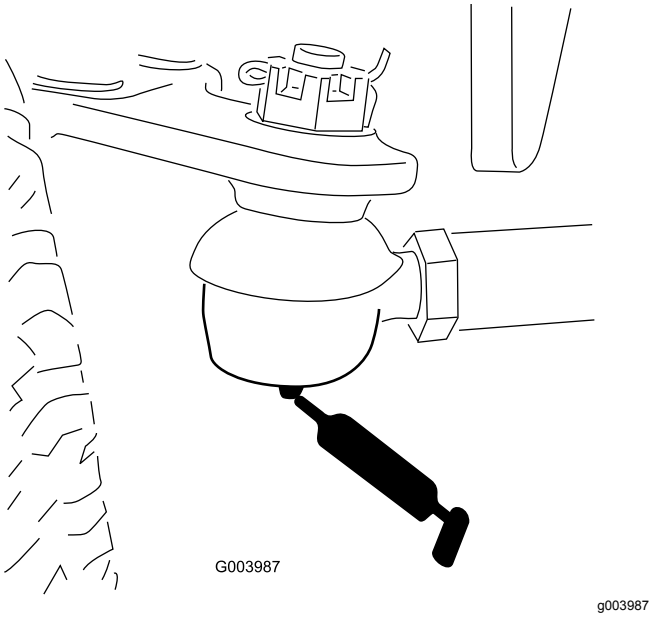

Figur 66
- Bakakselens parallellstag (2) (Figur 66)